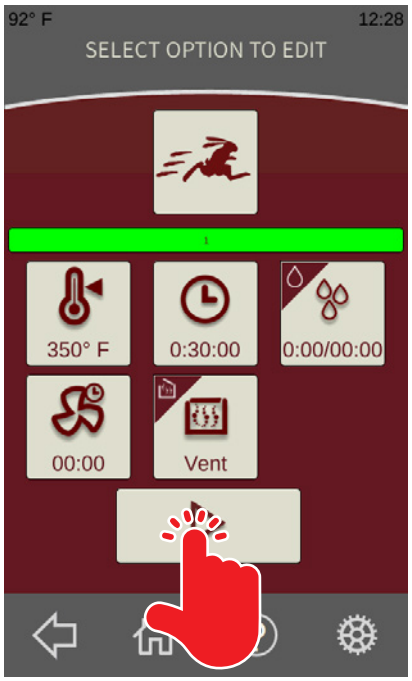

Fig. 8
4. Touch the Play button on the ***Quick Start Recipe Run Screen*** (Fig. 8) to start the oven.